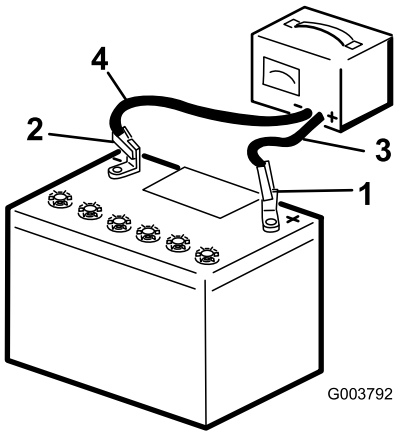

Rysunek 97
5. Podłączyć dodatni przewód ładowarki do dodatniego bieguna akumulatora (Rysunek 97).
6. Podłącz ujemny przewód ładowarki do ujemnego bieguna akumulatora (Rysunek 97).
8. Gdy akumulator zostanie w pełni naładowany, należy odłączyć ładowarkę od gniazdka elektrycznego, a następnie odłączyć przewody ładowarki od biegunów akumulatora (Rysunek 97).